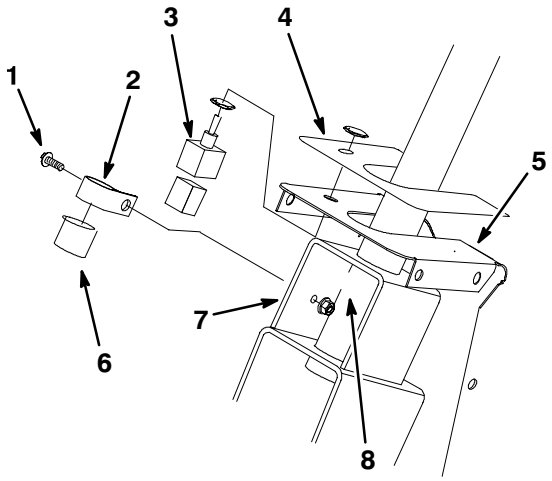

Figure 3
3. Mount flasher relay to steering column with a 1.25” R-clamp, 6 mm x 16 mm hex head bolt and hex nut (Fig. 3).
4. Using new steering column decal (with backing on) as a template, locate and mark toggle switch hole location on top of steering tower cover (Figs. 3 and 4).
6. Install new steering column decal over existing decal on steering tower cover (Figs. 3 and 4).